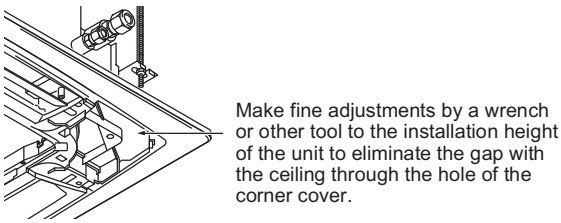

Fig. 1-25
- If there is a gap between the panel and the ceiling, leave the ceiling panel attached and make fine adjustments to the installation height of the unit to eliminate the gap with the ceiling. (Fig. 1-25)